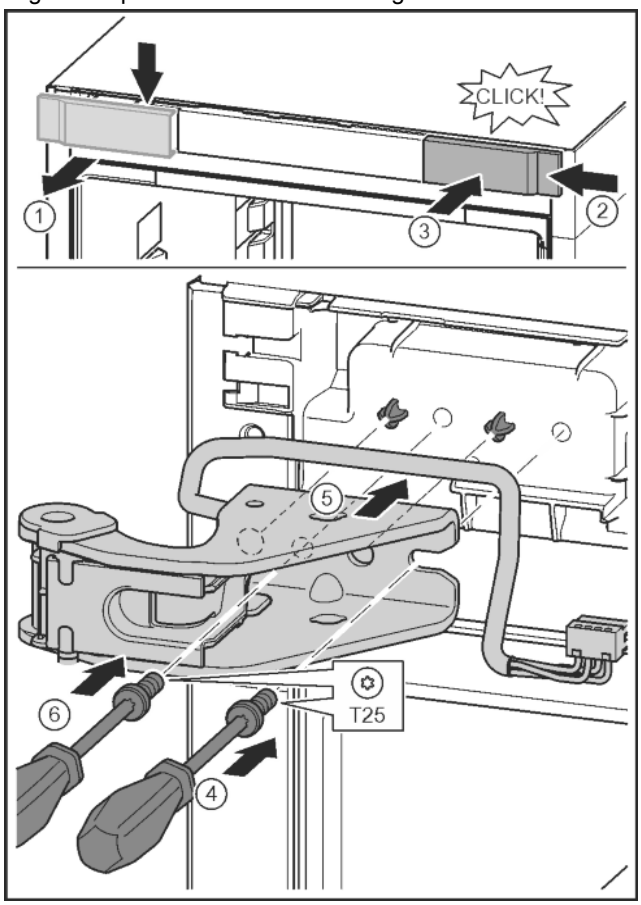

Fig. 29
▶ Afdekking losmaken en zijdelings verwijderen. *Fig. 29 (1)*
▶ Afdekking 180° gedraaid op de andere kant van rechts aanbrengen. *Fig. 29 (2)*
▶ Afdekking vastklikken. *Fig. 29 (3)*
▶ Schroef met schroevendraaier T25 aandraaien. *Fig. 29 (4)*
▶ Bovenste lagerbus plaatsen. *Fig. 29 (5)*
▶ Schroef vastdraaien. *Fig. 29 (4)*
▶ Schroef met schroevendraaier T25 aanbrengen en vastdraaien. *Fig. 29 (6)*